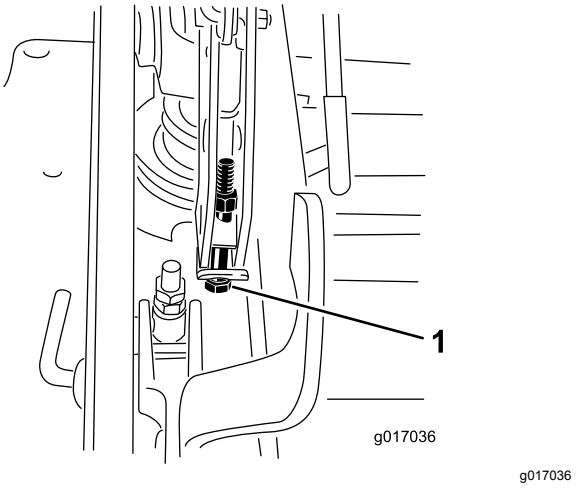

Figuur 117
12. Als het maaidek te laag is, draai dan de stelbout van het enkelpuntssysteem vast door deze rechtsom te draaien. Als het maaidek te hoog is, draai dan de stelbout van het enkelpuntssysteem los door deze linksom te draaien (Figuur 117).